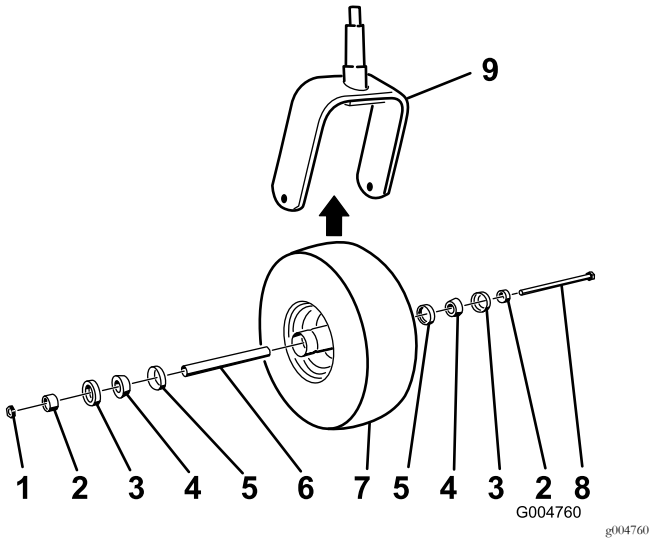

Figur 46
2. Ta bort låsmuttern från skruven (Figur 46).
5. Montera svänghjulet genom att föra in konlagren och packningarna, tätade med fett, i hjulnavet, så som visas i Figur 46.